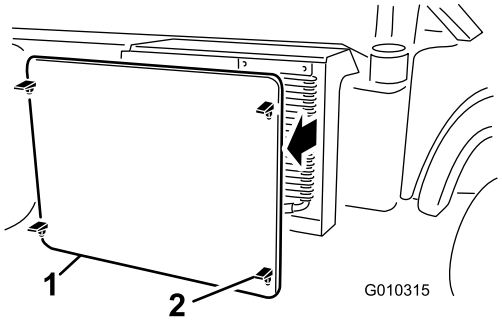

**Figur 58**
2. Lossa och ta bort kylargallret från kylarens framsida (Figur 58).